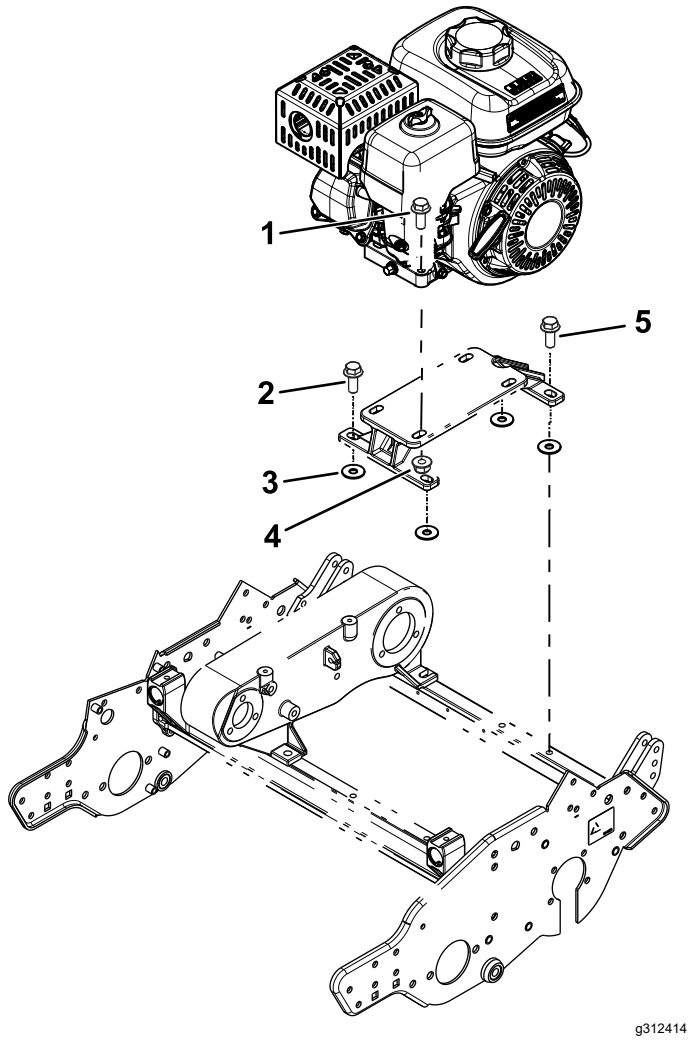

Bild 4
3. Montieren Sie die Kupplungshalterung mit zuvor entfernten Schrauben und vier Unterlegscheiben (⅜“ x 1-⅛“) an der Maschine, wie in Bild 4 dargestellt.
Setzen Sie die hintere linke Motorschraube ein und ziehen Sie diese nur handfest an (in Bild 4 dargestellt).
4. Befestigen Sie den Motor mit den zuvor entfernten Schrauben und Muttern an der Motorhalterung. (Bild 4).
8. Entfernen Sie die hintere linke Schraube vom Motorsockel (Bild 4) und befestigen Sie mit der Schraube die R-Klemme und den Gaszug am Motorsockel.
10. Ziehen Sie alle Schrauben an der Motorbefestigung und der Motorbefestigungshalterung an (Bild 4).